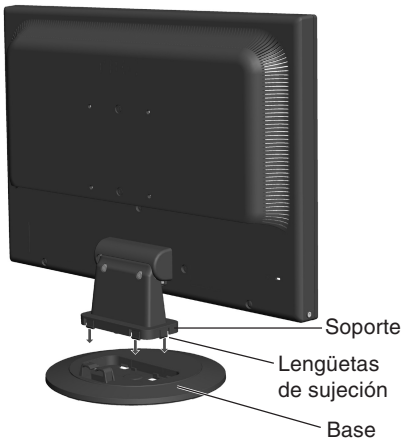

Figura S.1
1. Conecte la base al soporte. Las lengüetas de sujeción del soporte deberían encajar en el orificio de la base (**figura S.1**).